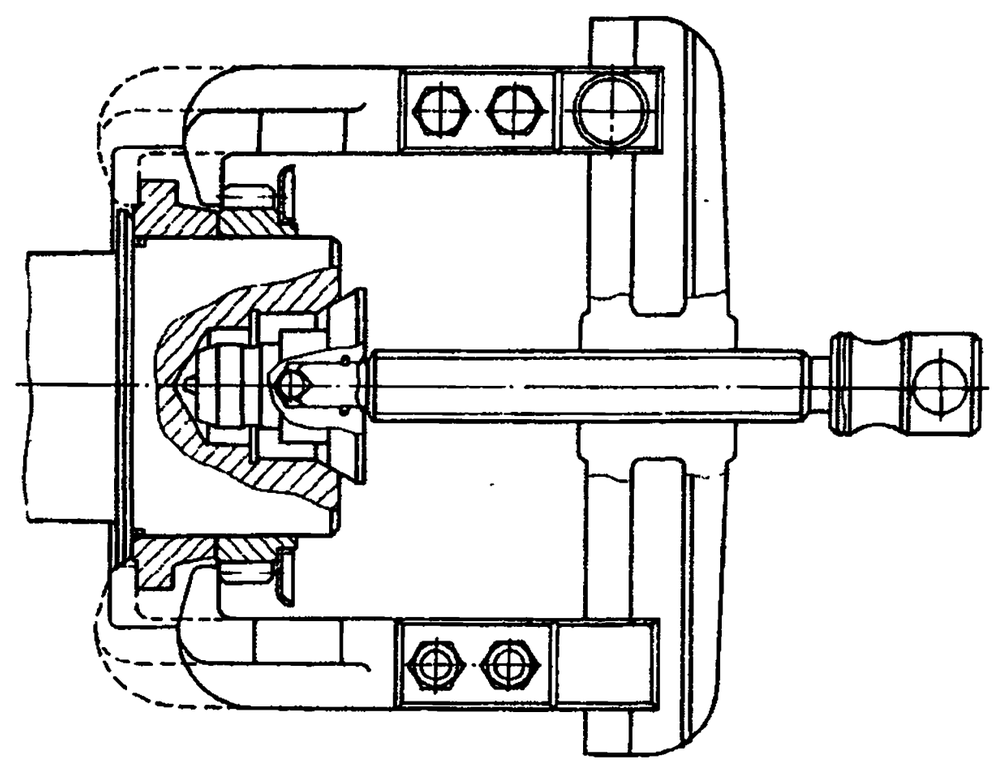

Рис. 46. Съемник шестерен и противовесов коленчатого вала из комплекта Н801-02
4. Съемником (рис. 46) снимите фланец с ведомого вала	Съемник